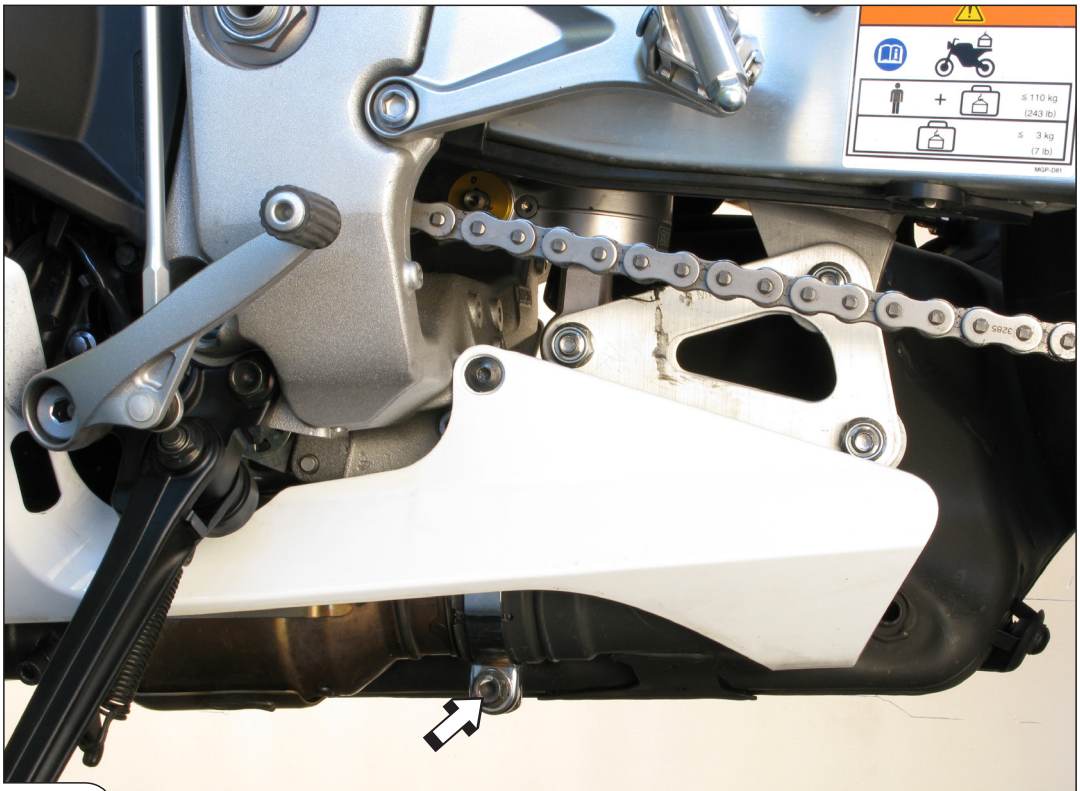

Figure 3
4. Loosen the marked clamp **(Figure 3).**